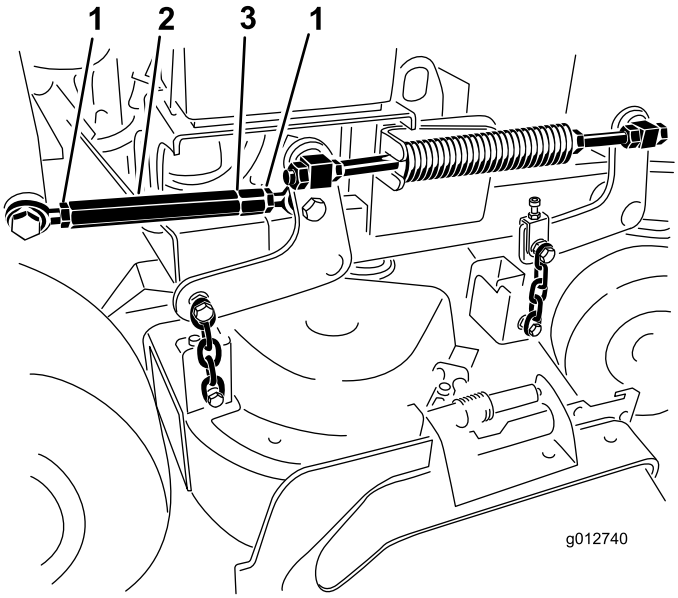

Figura 88
7. Afloje las contratuercas en ambos extremos del tensor (Figura 88).
Nota: El extremo del tensor que tiene la muesca mecanizada tiene rosca a izquierdas (Figura 88).